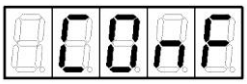

Рисунок 5
7. Нажать кнопку ↵. На экране появится слово "COnF" (рисунок 5), информирующее о необходимости подтвердить пароль.